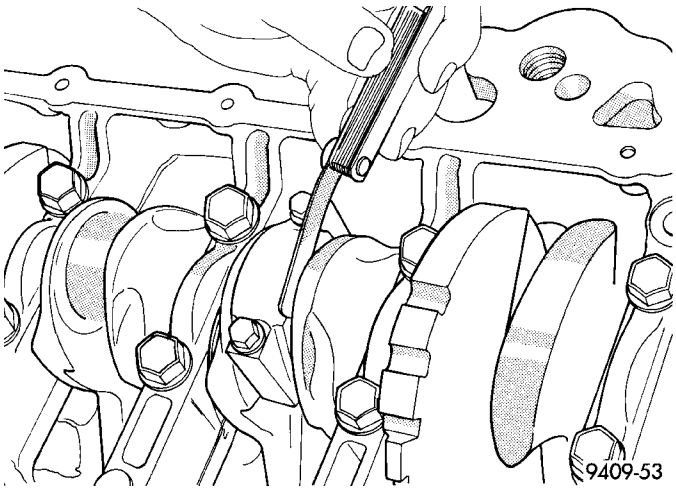

Fig. 10 Verificación de la holgura lateral de las bielas
(2) Antes de instalar los pernos **NUEVOS,** deben engrasarse las roscas con aceite limpio de motor.
(3) Instale cada perno apretándolo a mano en forma alternada, para ensamblar en forma adecuada la tapa.
(4) Apriete los pernos con una torsión de 27 N·m MAS 1/4 de vuelta (20 lbs. pie MAS 1/4 de vuelta) **No utilice una llave de tensión para el último paso.**
(5) Con un calibrador de espesor, verifique la holgura lateral de la biela (Fig. 10). Consulte las especificaciones de las bielas (Fig. 11).